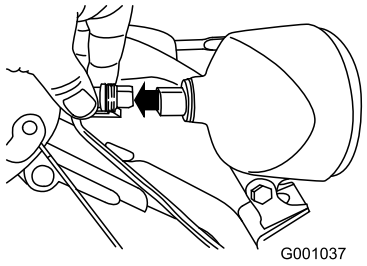

**Figur 57**
1. Dra ut kabelkontakten på strålkastarens baksida (Figur 57).